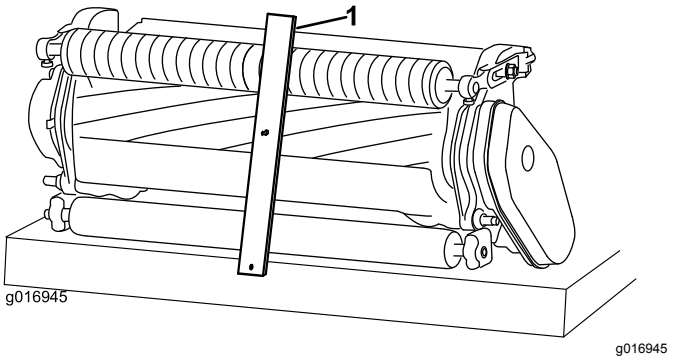

Figur 15
2. Hægt skruehovedet til måleren til klippehøjde på højre side af bundknivens æg, og lad den bageste ende af stangen hvile på bagrullen (Figur 15).